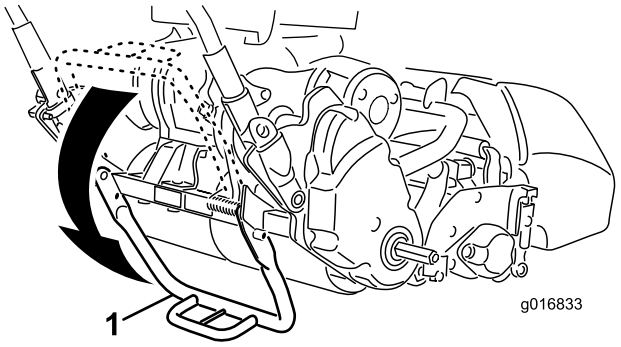

Figur 7
1. Skyv støtten ned med foten **midt på støtten**, og trekk det nedre, midtre maskinhåndtaket opp til støtten er rotert fremover, over midten (Figur 7).